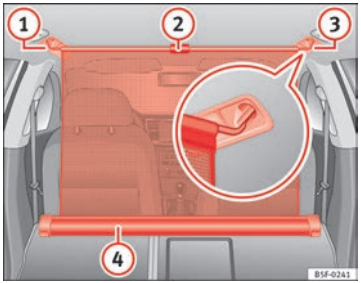

Fig. 101 In the luggage compartment: net partition attached with the backrests of the rear seat folded down.
- Pull upwards on the tab ⇒ Fig. 101 (2) to remove the net from the casing (4).
- Secure the net partition on the right (3) (magnified image).
- Secure the net partition in the housing of the left side (1) by pulling on the bar.